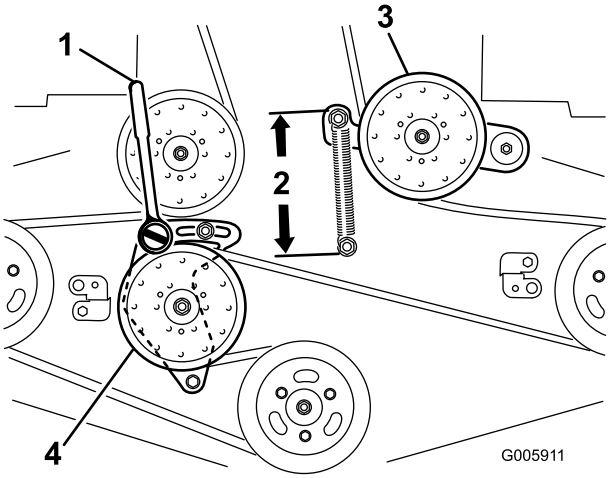

Figur 61
4. Løsn den faste styrearm, og juster den for at mindske remspændingen (Figur 61).
7. Isæt en skralde med en kort udvidelse eller en afbryderbøjle i det firkantede hul i den faste styrearm (Figur 61).
9. For at øge remspændingen skal du dreje skralden eller stangen mod uret for at flytte den faste styrearm, indtil der er en afstand på 16,5 cm mellem fjederkrogene (Figur 61).